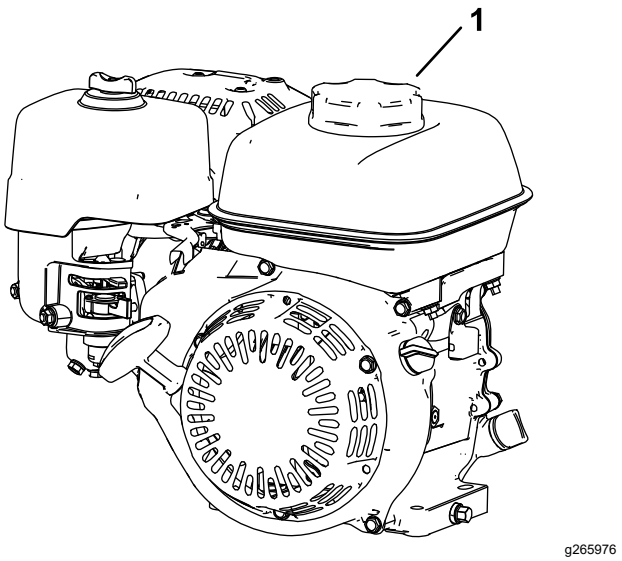

Figur 10
3. Rengør området omkring brændstofdækslet, og afmonter det (Figur 10).